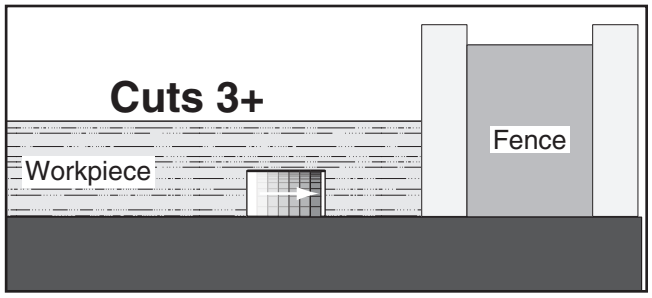

Figure 49. Additional single-blade dado cuts.
8. Make additional cuts (see **Figure 49**) in center of dado to clear out necessary material. Dado is complete when channel is completely cleared out.